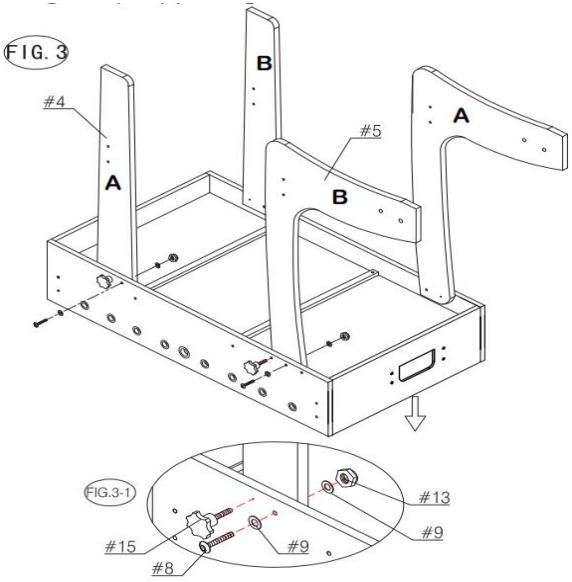

Rys.4.
8) Przymocuj trzy wsporniki EnHeg (#6) do nóg (#4 &#5) używając Scena głowicy pralki (#10). Zobacz FIG.4.